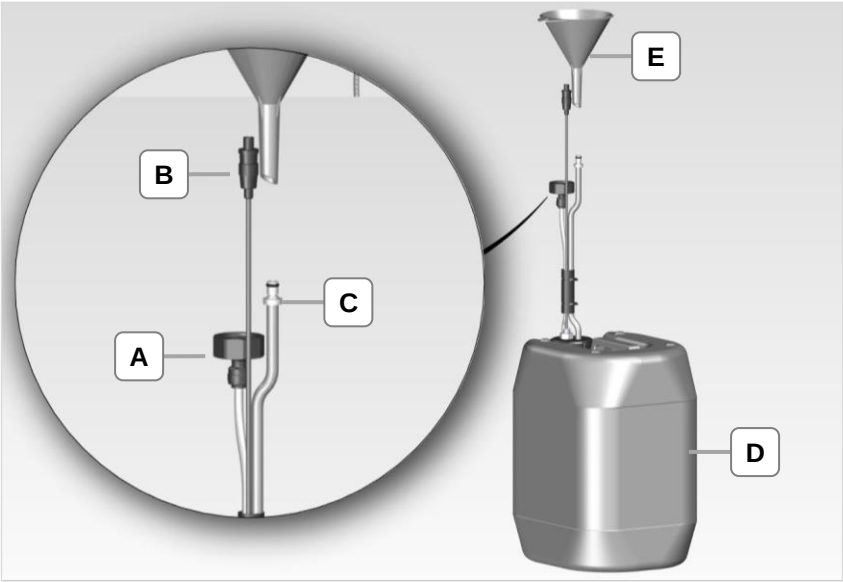
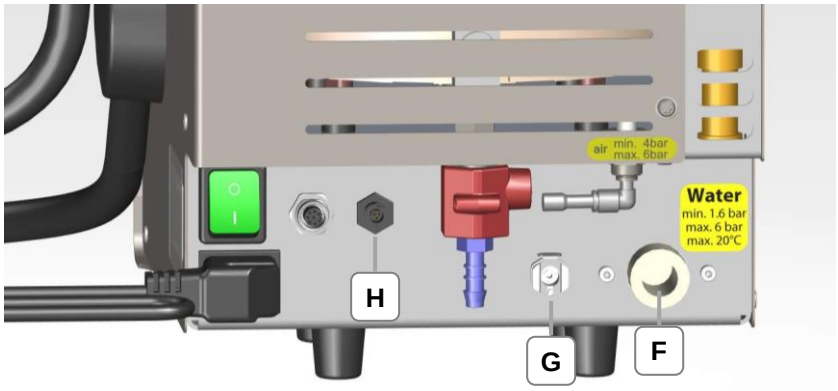
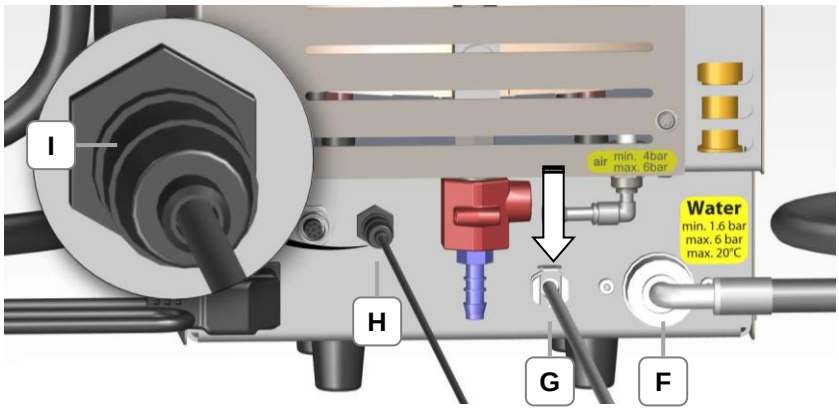
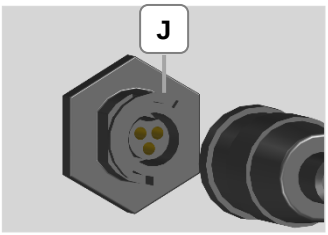

Afbeelding 4.5.1: Jerrycan met toebehoren
Afbeelding 4.5.2: Aansluitingen jerrycan (achterzijde apparaat)
Afbeelding 4.5.3: Aansluitingen jerrycan aangesloten
Afbeelding 4.5.4: Stekkerrichting (J)
Als een met jerrycan gemonteerd apparaat ook op een vaste wateraansluiting is gemonteerd, moet de ontluchtingsslang (afbeelding 4.5.3-G) verwijderd worden.
1. Schroef de schroefdraad (afbeelding 4.5.1-A) van de waterslang op de wateraansluiting van het apparaat (afbeelding 4.5.2-F). Controleer of de pakking in de schroefdraad (afbeelding 4.5.1-A) is gelegd.
2. Sluit de kabelstekker (afbeelding 4.5.1-B) voor de vulpeilbewaking aan op de aansluiting (afbeelding 4.5.2-H) en draai aan het voorste kapje (afbeelding 4.5.3-I) tot ze vergrendelt. Neem de stekkerrichting in acht (afbeelding 4.5.4-J).
3. Steek de ontluchtingsschroef (afbeelding 4.5.1-C) in de aansluiting (afbeelding 4.5.2-G).
Bevestiging wateraansluiting jerrycan controleren! • Let op een correcte en veilige bevestiging van de aansluitingen. • Controleer de aansluitingen (afbeelding 4.4.3-E+F) op dichtheid en functionaliteit. • Denk eraan om bij het losmaken van de ontluchtingsslang de grendelhendel (afbeelding 4.5.3-G) in de richting van de pijl naar beneden te duwen!